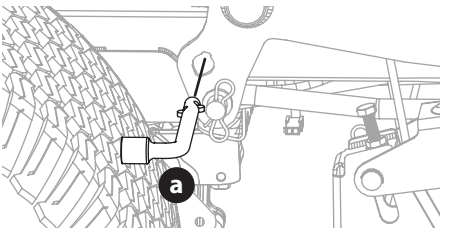

Fig. 43
5. Sur les tracteurs équipés du bouton ou de la goupille de levage du plateau de coupe, utilisez la pédale et le bouton de levage du plateau pour placer le plateau dans la position la plus basse puis utilisez l'outil multiple (a) (le cas échéant) pour verrouiller les composants de l'élévateur du plateau en place (Fig. 43). Sur les tracteurs équipés d'une poignée de levage du plateau, abaissez le plateau dans la position la plus basse.